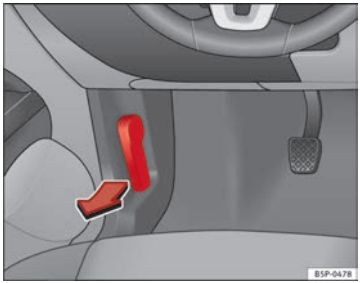

Fig. 164 Detail of foot-well area on driver side: lever for unlocking the bonnet
– To release the bonnet, pull the lever under the dash panel ⇒ Fig. 164 in the direction indicated (arrow). The bonnet will be released by a spring action ⇒ ⚠.